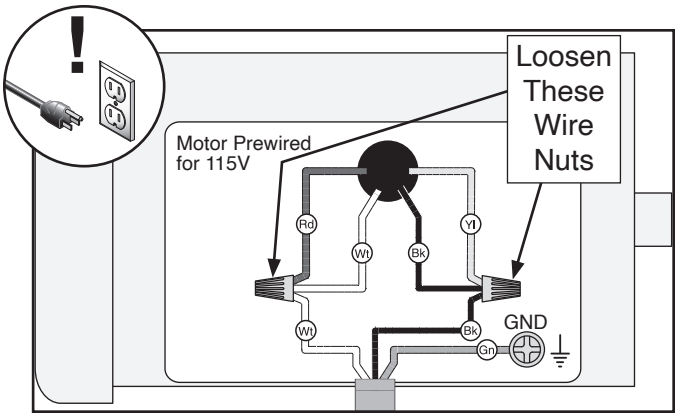

Figure 6. Motor prewired for 115V.
3. Open motor junction box, then loosen two wire nuts indicated in **Figure 6**.